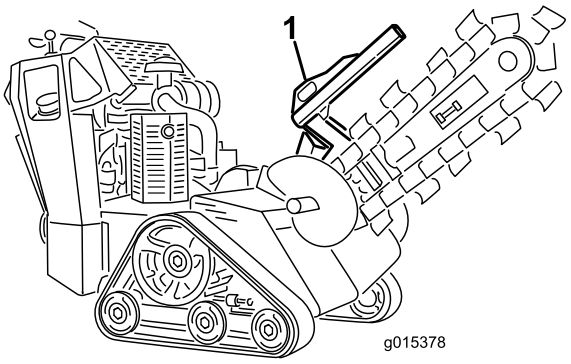
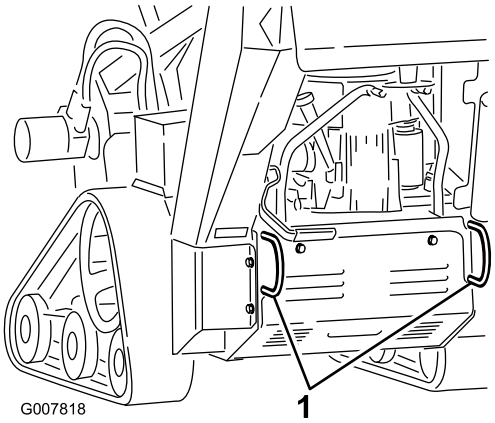

Figur 22
Figur 23
3. Fäst maskinen på släpet med kedjor eller band. Använd fäst-/lyftöglorna på maskinens fram- och baksida (Figur 22 och Figur 23). Kontrollera vilka lokala bestämmelser som gäller för transport på släp.
Du kan lyfta maskinen genom att använda fäst-/lyftöglorna som lyftpunkter (Figur 22 och Figur 23).